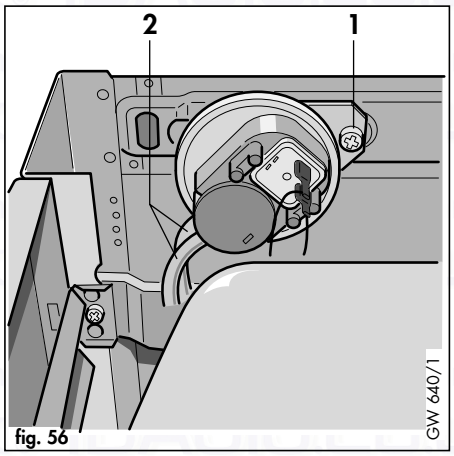

fig. 56
7.3 Replacement of air pressure switch (fig. 56)
- Remove screw (1) and lift out pressure switch.
- Disconnect air tubes (2) from switch.
- Remove screw (1, fig. 56) to release air pressure switch.